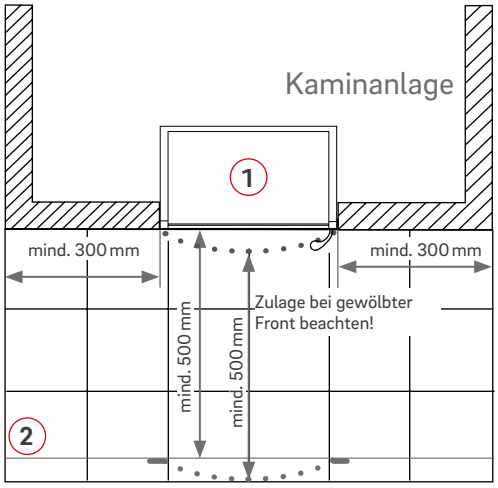

Abb. 3: Fußbodenschutz im Bereich vor der Feuerraumöffnung
- Vor der Feuerraumöffnung sind Fußböden aus brennbaren Baustoffen durch einen Belag aus nicht brennbaren Baustoffen zu schützen. Der Belag muss sich nach vorne um mindestens 500 mm und zur Seite um mindestens 300 mm über die Frontplatte hinaus erstrecken (Abb. 3).